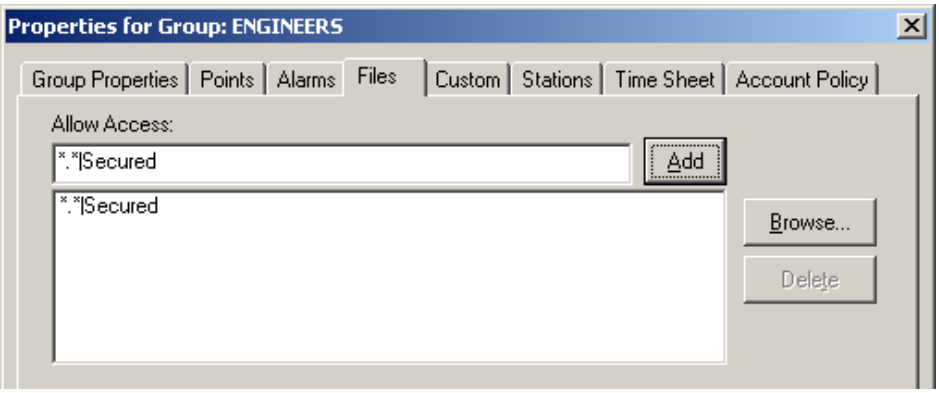

Figure L16.13 - Granting Layer Access for the ENGINEERS Group
7. Select the Files tab. Enter “*.*|Secured” (without quotes) in the Allow Access list as shown in Figure L16.13, and click on “Add” to provide access permissions to this layer on all displays when someone from the ENGINEERS group is logged on to the system.